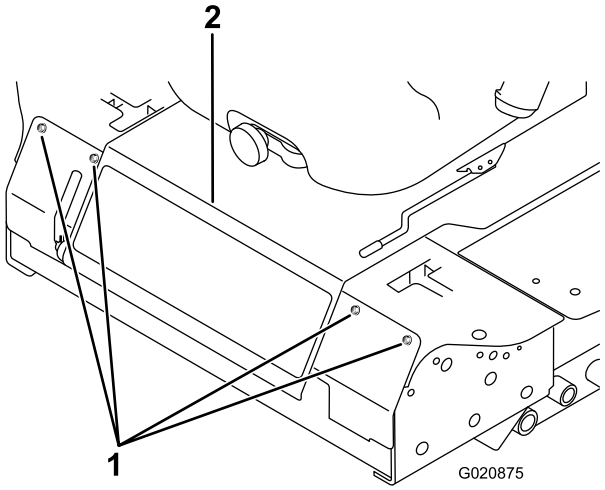

**Figur 50**
2. Fjern de bolte, der fastgør frontpanelet, og tag panelet af (Figur 50).